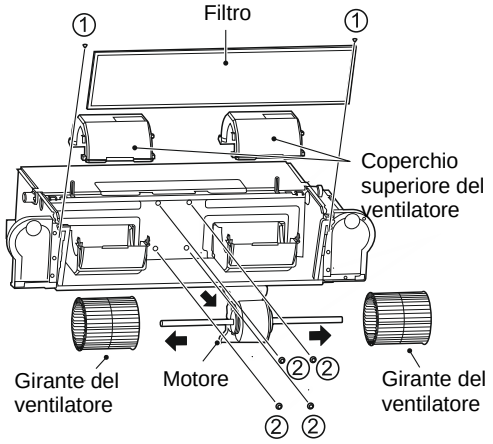

Figura 4-5: Smontaggio del filtro, del coperchio superiore del ventilatore e del motore
c) Come mostrato nella Figura 4-5, svitare le viti ①×2 e togliere il filtro. Quindi rimuovere il coperchio superiore della girante del ventilatore.
d) Svitare quattro viti (②) che fissano il motore e scollegare il cavo del motore dalla scheda principale. Quindi rimuovere il motore con le giranti del ventilatore.